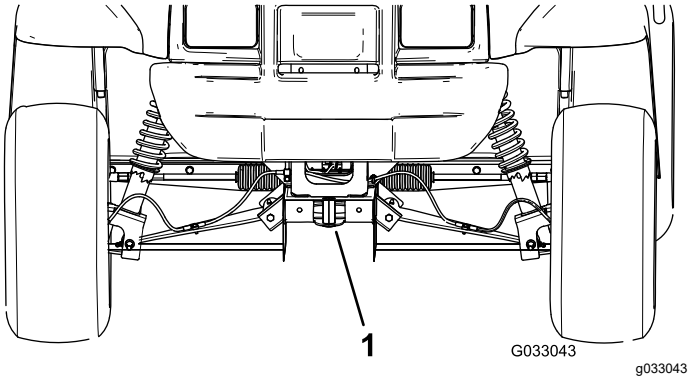

Figuur 24
- Het hefpunt vooraan de machine bevindt zich aan de voorzijde van het frame, achter de sleeplip (Figuur 24).